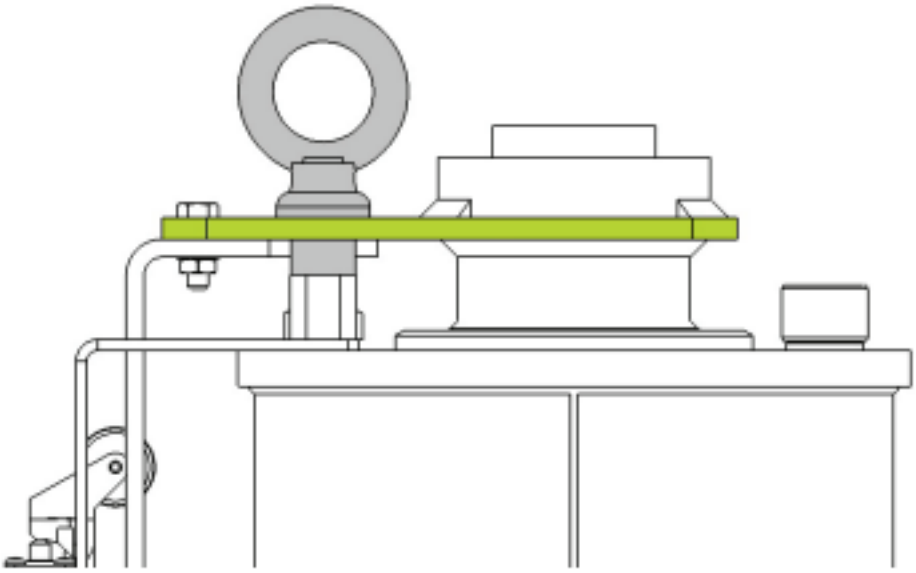

Figure 4
- To release the plunger, undo the eye bolt. See Figure 4.
- Discard transportation eye bolt and spacer shown in Figure 4.
- After periods of being held in the compressed state during transportation and storage, the plunger may require assistance to initially extend. This should be done using a rubber dead blow mallet to tap the underside of the buffer head (GREEn in Figure 4) at 90 degree intervals until the plunger extends.